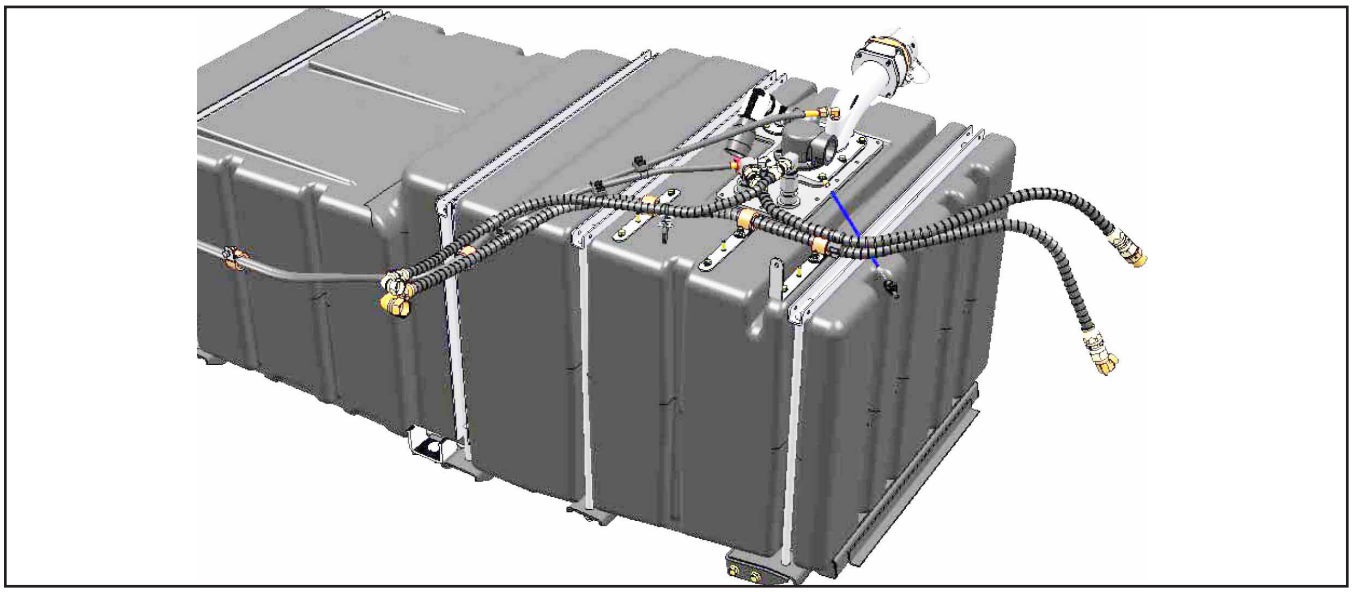

Figure 8 - Hose Assemblies
1.17. Transfer the remaining hoses and hoses supports from the existing fuel tank to the new plastic tank. See Figure 8.